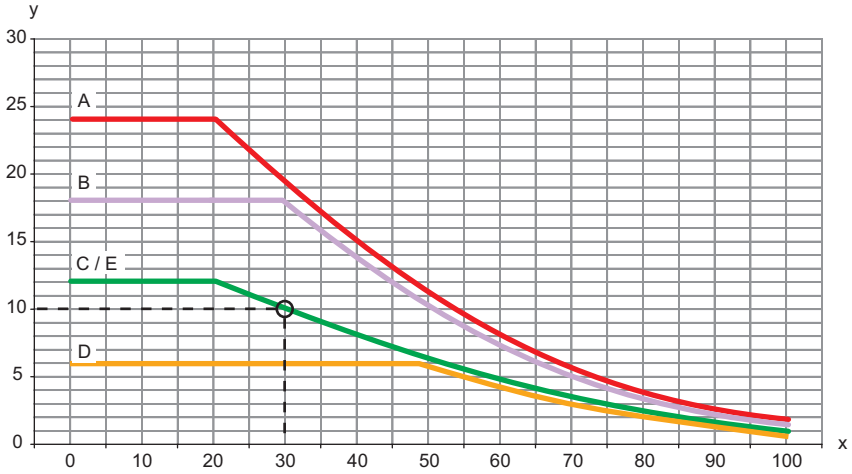

Рис. 6.2: Максимальная длина троса зависит от перепадов температуры для примеров монтажа A–E (см. рис. 6.1)
- соблюдена максимальная длина троса (см. рис. 6.2);